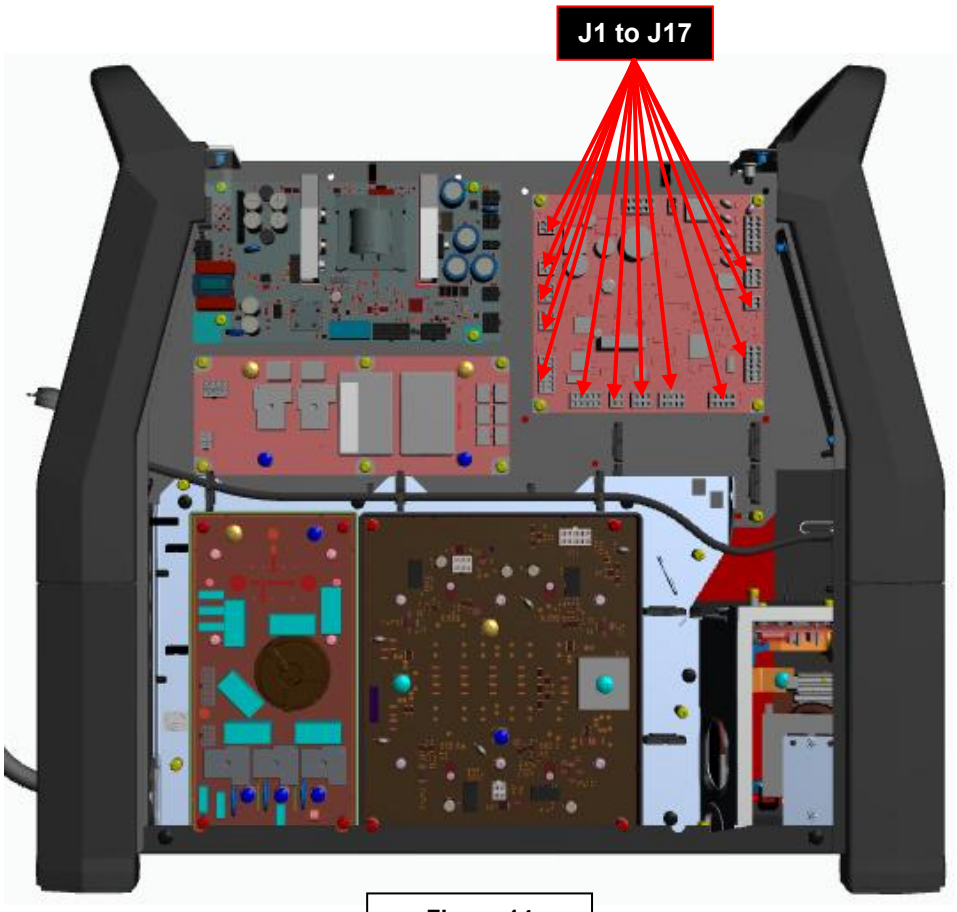

Figure 14
3. Locate the Control Board. See **Figure 14**
4. Disconnect connectors J1, J2, J3, J5, J6, J7, J8, J9, J11, J12, J15, J16 and J17 from the Control Board. See **Figure 14**